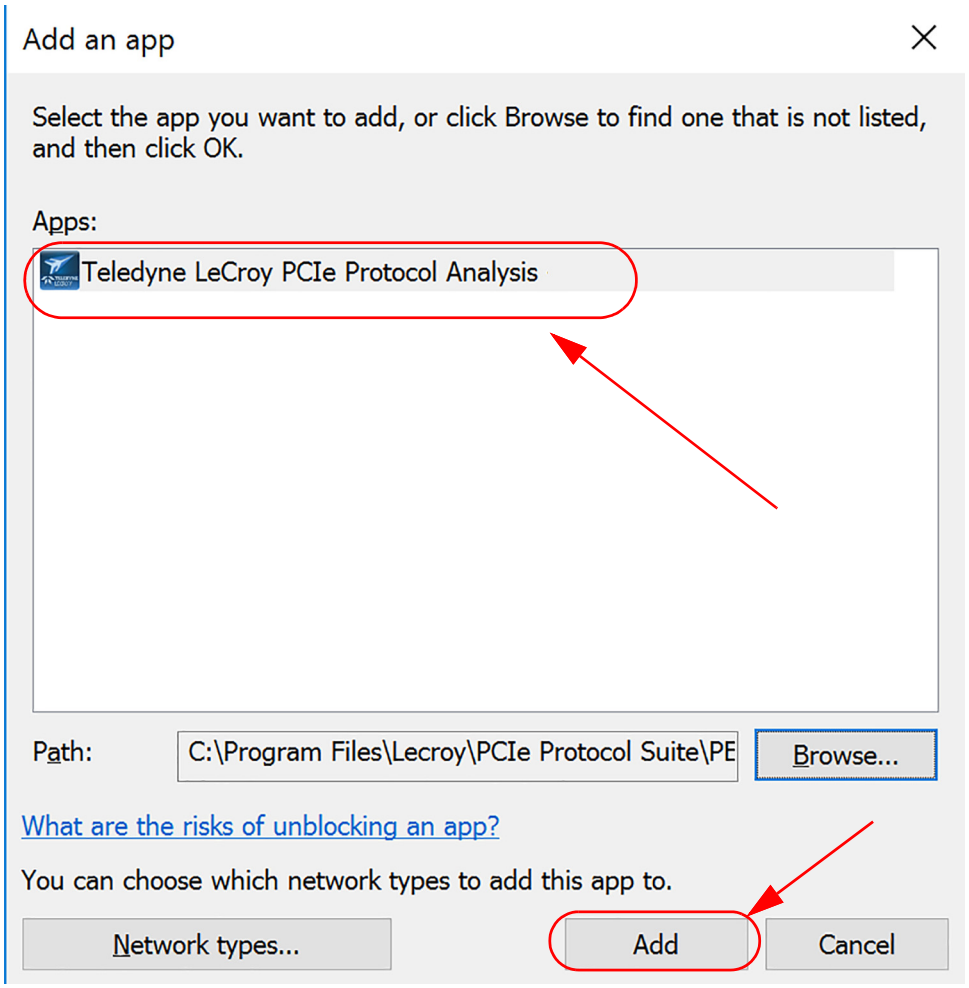

Figure 3.8: Windows Server 2016/2019: Add an Application to the Firewall Exceptions
9. If necessary, select the Teledyne LeCroy PCIe Protocol Analysis you want to add. Then click on “ADD”, this will add the Teledyne LeCroy PCIe Protocol Analysis to the Apps allowed through the Firewall. See Figure 3.8.